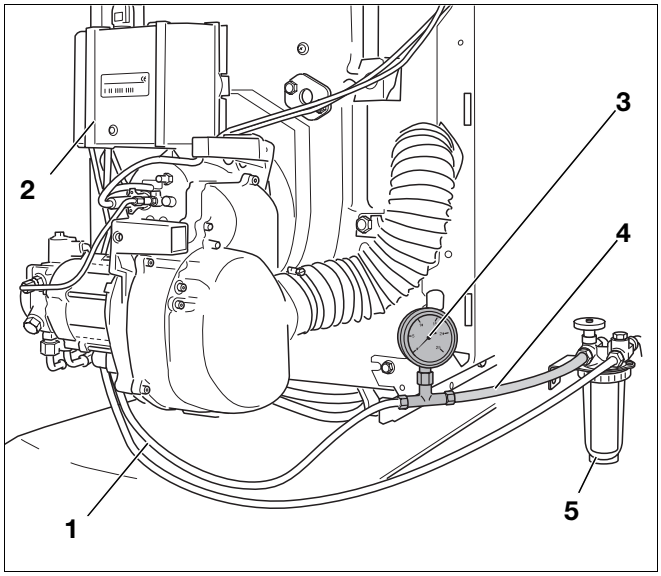

Rys. 17 Filtr oleju, manometr próżniowy i przezroczysty wąż
- Zamontować manometr próżniowy (Rys. 17, **Poz. 3**) z przezroczystym wężem (Rys. 17, **Poz. 4**; wyposażenie dodatkowe), tak jak to przedstawiono na rysunku 17, między filtrem oleju (Rys. 17, **Poz. 5**) a przewodem ssawnym (Rys. 17, **Poz. 1**).
- Przy pomocy przezroczystego węża (Rys. 17, **Poz. 4**) należy sprawdzić, czy zasysany olej wolny jest od pęcherzyków powietrza.